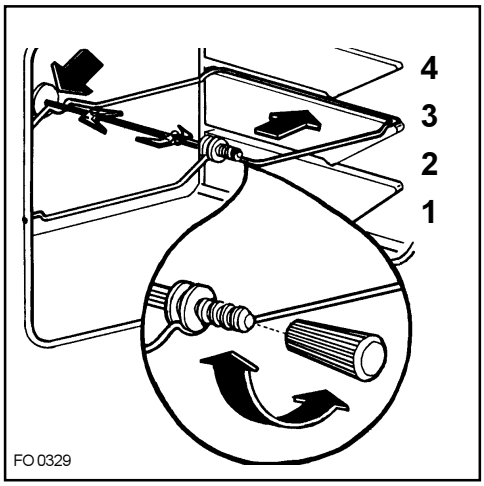

Fig. 5
- posez la broche sur le support et glissez l'ensemble au gradin 3 (fig. 5).
- engagez l'extrémité de la broche dans le carré d'entraînement du moteur (orifice sur la paroi de fond du four - voir fig. 5).